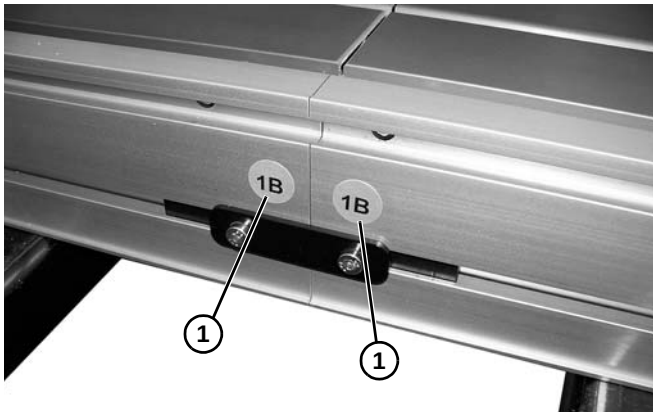

Abbildung 5
1. Förderbandteile anhand der Kennzeichnungen auf den Teilen suchen und anordnen **(Abbildung 5, Teil 1)**.